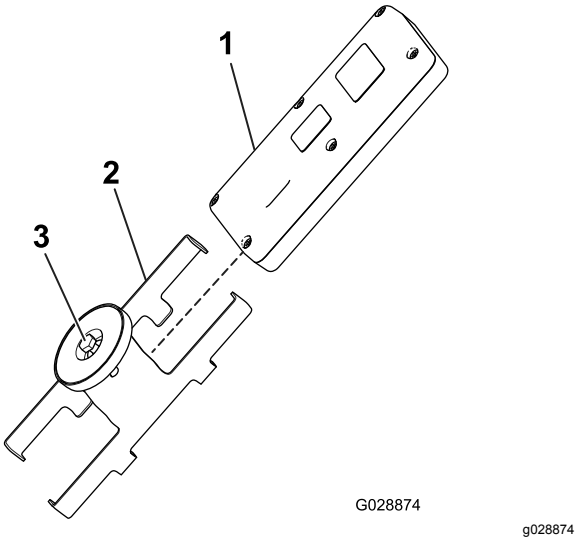

Figur 13
5. Montera handkontrollen på det magnetiska fästet för handkontrollen, dra ihop halvorna för att fästa handkontrollen och dra åt bulten i magneten (Figur 13).